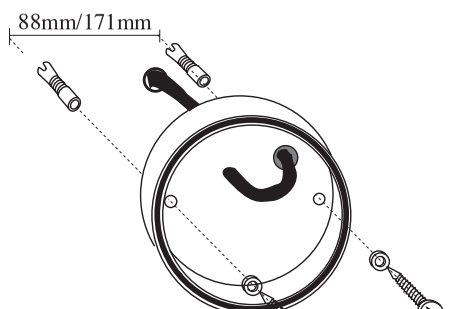

fig. 2
- Predisporre sulla parete n° 2 fori Ø 8 mm. con interasse 88 mm. (ETI 15) 171 mm. (ETI 20) e inserire i tasselli in dotazione. Far passare il cavo di alimentazione dal passacavo e fissare la base sulla parete utilizzando viti e guarnizioni in dotazione **(fig. 2)**.
- Foresee on the wall 2 holdes of Ø 8 mm with 88 mm. (ETI 15) 171 mm. (ETI 20) distance and insert the dowels supplied. Make the feeding cable pass through the cable clamp and fix the base on the wall using screws and packings supplied **(fig. 2)**.
- Prédisposer sur le mur 2 trous Ø 8 mm avec distance de 88 mm. (ETI 15) 171 mm. (ETI 20) et insérer les tampons fournis. Faire passer le câble d'alimentation par le presse câble et fixer la base sur le mur utilisant vis et garnitures fournies **(fig. 2)**.
- An der Wand Nr. 2 Bohrungen mit Ø 8 mm und im Abstand von 88 mm. (ETI 15) 171 mm. (ETI 20) zueinander vorbereiten, in die die beillegenden Dübel eingesetzt werden. Das Versorgungskabel durch die Kabelklemme führen und den Boden mit Hilfe der beiliegenden Schrauben und Dichtungen an der Wand befestigen **(Abb. 2)**.
- Hacer en la pared 2 taladros Ø 8 mm a una distancia de 88 mm. (ETI 15) 171 mm. (ETI 20) e insertar los tacos suministrados. Hacer pasar el cable de alimentación por el sujetacables y fijar la base a la pared mediante los tornillos y las juntas suministrados **(fig. 2)**.